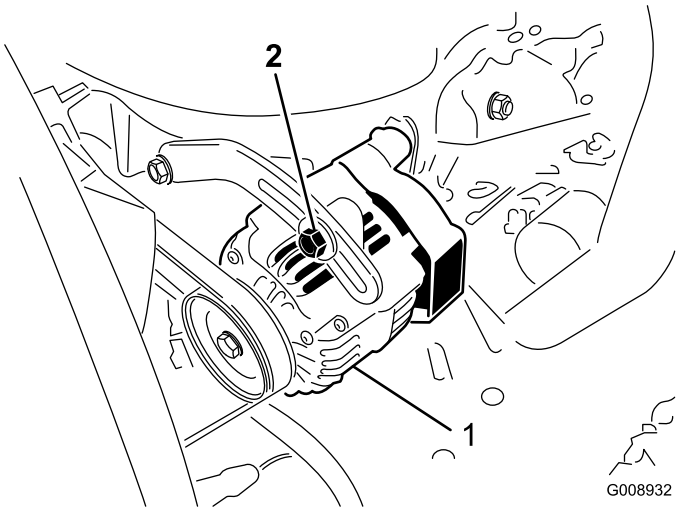

Figur 54
Kontroller remmens tilstand og spænding (Figur 54) efter hver 100 driftstimer.
2. Hvis afbøjningen ikke er 10 mm, skal generatorens monteringsbolte løsnes (Figur 54). Øg eller mindsk generatorremmens stramhed, og tilspænd boltene. Kontroller remmens afbøjning igen for at sikre, at stramningen er korrekt.